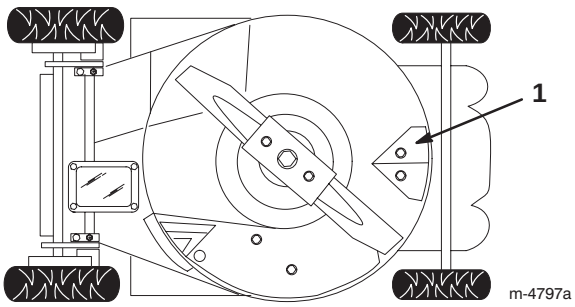

Bild 18
Halten Sie die Unterseite des Schneidwerks sauber. Achten Sie besonders darauf, die Kicker sauber zu halten (Bild 18).
4. Kippen Sie den Rasenmäher auf seine *linke* Seite (Bild 18).